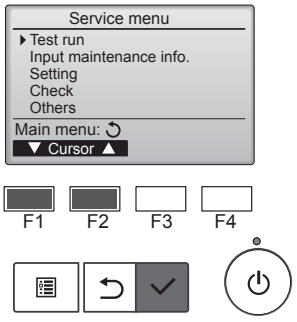

Abb. 7-1
① Wählen Sie „Test run“ (Testlauf) aus dem Service-Menü, und drücken Sie die [AUSWAHL]-Taste. (Abb. 7-1)